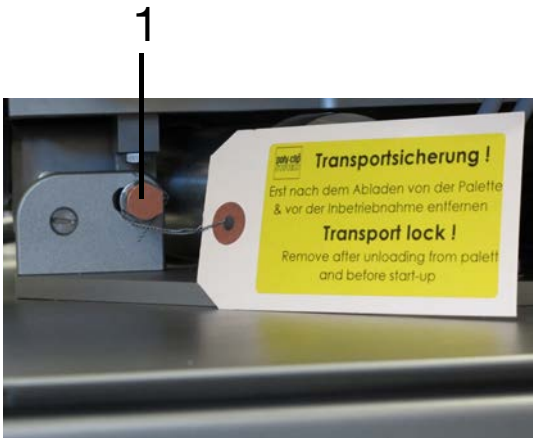

Fig. 1-14 1 Screw
- Open the left side cover and secure the clip head of the machine with the screw, see Fig. 1-14.